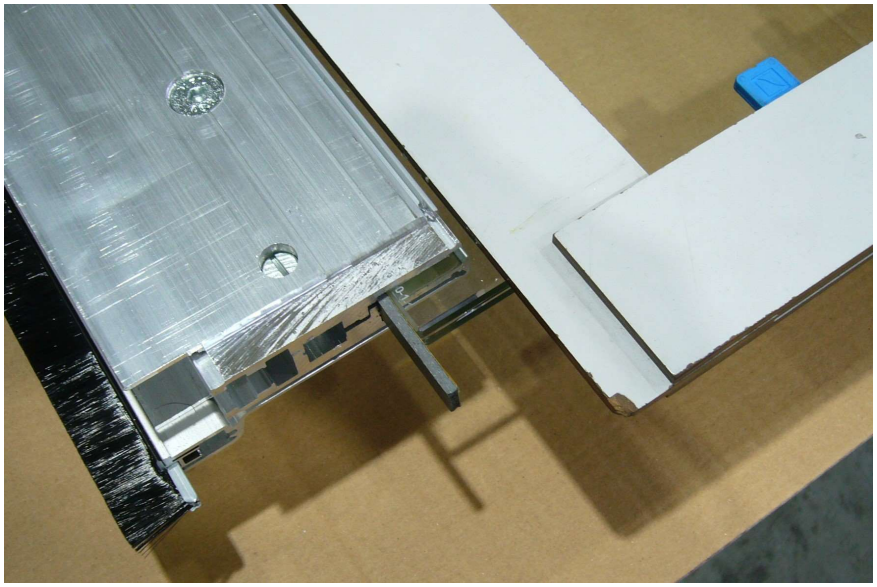

Abbildung 14
- Großen Anschlagwinkel an die senkrechte Glaskante anlegen um die Rechtwinkeligkeit der Montageposition zu überprüfen (Abbildung 14), wenn nötig das Klemmprofil nachrichten